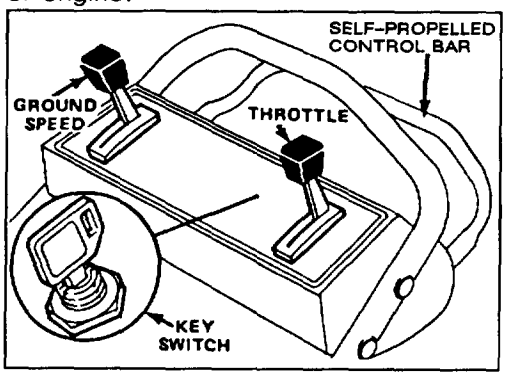
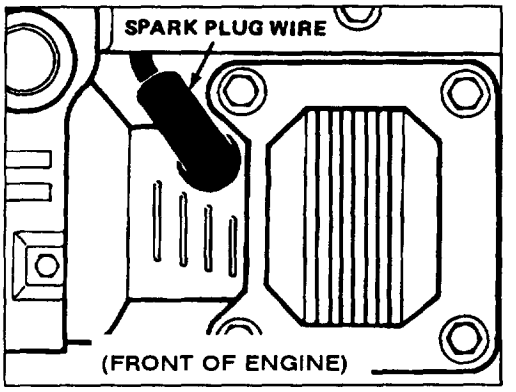
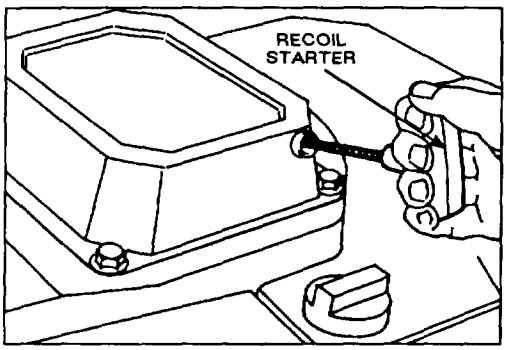

Figure 7
Figure 8
Figure 9
1. CONTROLS—Key switch, throttle, ground speed control, and blade/self-propelled control bar are on upper handle (Fig. 7). Recoil starter is on top of engine.
2. Push spark plug wire onto spark plug (Fig. 8).
3. Move ground speed control to "N" (Fig. 7).
4. KEY-LECTRIC STARTING—Move throttle (Fig. 7) to CHOKE. Turn key (Fig. 7) to START and release when engine begins running. Regulate throttle as desired. If the battery's charge is too weak to start the engine, the engine can be started with the recoil starter (Fig. 9).
5. MANUAL STARTING—Move throttle to CHOKE. Brace yourself and mower securely by placing your foot on the top left side of mower housing where it says "PLACE FOOT HERE WHEN STARTING". Pull engine mounted recoil starter out until positive engagement results; then pull vigorously to start the engine (Fig. 9). Regulate throttle as desired when engine starts.
6. GROUND SPEED (Fig. 7)—Move ground speed control to desired setting. Number "1" is slow, "2" is medium, and "3" is a fast walking pace. Move ground speed control to "N" when using the mower for trimming and whenever leaving mower.
8. STOPPING (Fig. 7)—Release control bar to stop blade and traction drive. Move ground speed control to "N". To stop engine, move throttle to OFF. Remove key from switch and pull wire off spark plug if mower is unattended or not used (Fig. 8).
2. Move throttle control to FAST (Fig. 7).